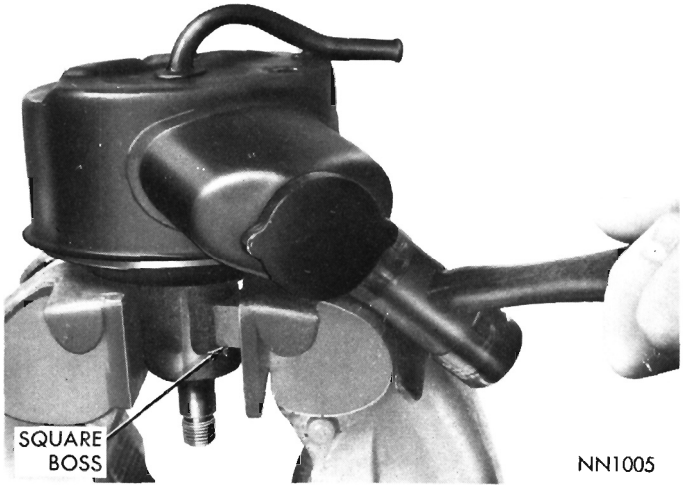

Fig. 6—Removing Reservoir
(1) Remove pulley retaining nut before loosening power steering pump belts. Remove pump from engine as an assembly.
(2) Tap pulley off shaft with plastic hammer.
(3) Remove brackets from pump, drain reservoir and clean exterior of pump with solvent.
(4) Remove key from drive shaft.
(5) Using soft protective jaws, clamp pump (shaft down) in vise between square boss and shaft housing (Fig. 6).
(6) Remove two mounting studs and pressure hose
fitting. Gently tap reservoir filler tube back and forth with plastic hammer to loosen. Work reservoir off pump body (Fig. 6). Discard "O" rings from reservoir, two mounting studs and pressure fitting.